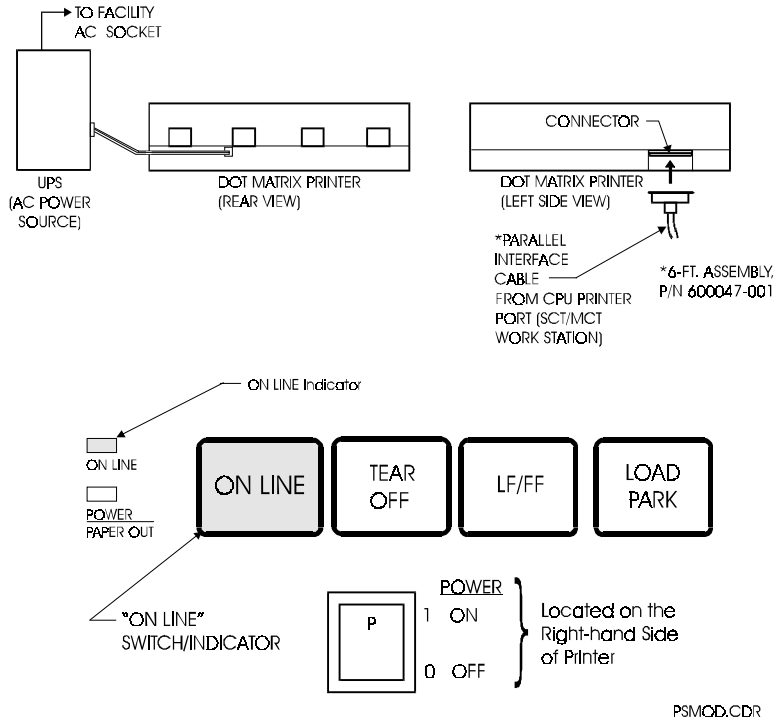

*Figure 5-97. SCT/MCT Printer*
This model KX-P1150 multi-mode printer is powered by an UPS unit (AC power source). The printer is plugged into a grounded, 3-prong AC socket in the back of the UPS. A six-foot-long parallel interface cable assembly (P/N 600047-001) connects the unit to the printer port on the back of the workstation CPU (e.g., MCT CPU). **Figure 5-97** shows the method used for connecting the printer. The connector end to the printer is secured by printer clips (by captive thumbscrews on the DB25 male plug end).
**Figure 5-97** also shows several of the most important printer controls and indicators, including the POWER ON/OFF indicator, which is located on the right-hand side of the unit. The LOAD/PARK switch/indicator enables automatic loading of paper to the first print line; the ON LINE switch/indicator is pressed to ready the unit for printing. Refer to the *SCT User Manual* for details and procedural steps on how to set up and configure the printer for system operation. Refer to the vendor's documentation for a complete description of all printer capabilities and features and use of all the various controls and indicators.